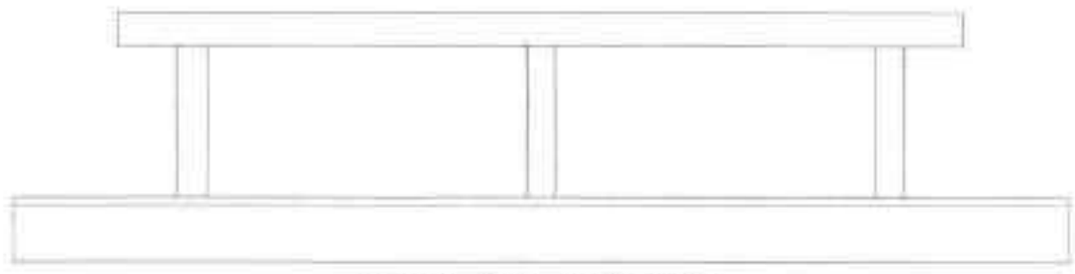

图20-84 修剪图形
Step 04 执行“修剪”命令，对偏移后的图形进行修剪，结果如图 20-84 所示。